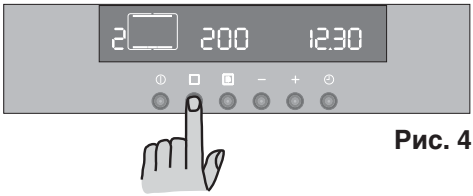

Рис. 4
- дважды нажмите кнопку и выберите функцию "Традиционное приготовление" (Рис. 4).